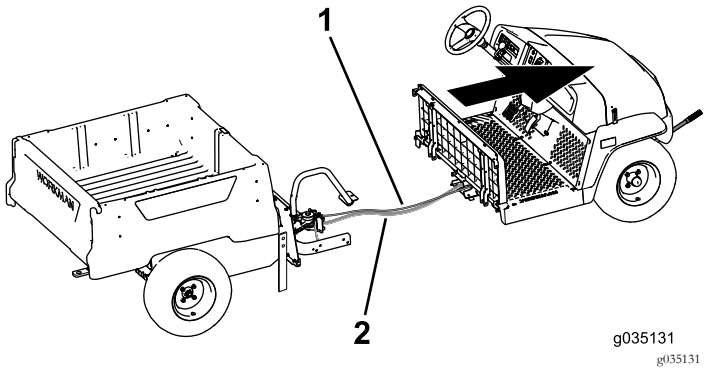

Figur 68
9. Be någon att hjälpa dig flytta den främre delen framåt och bort från den bakre delen (Figur 68).